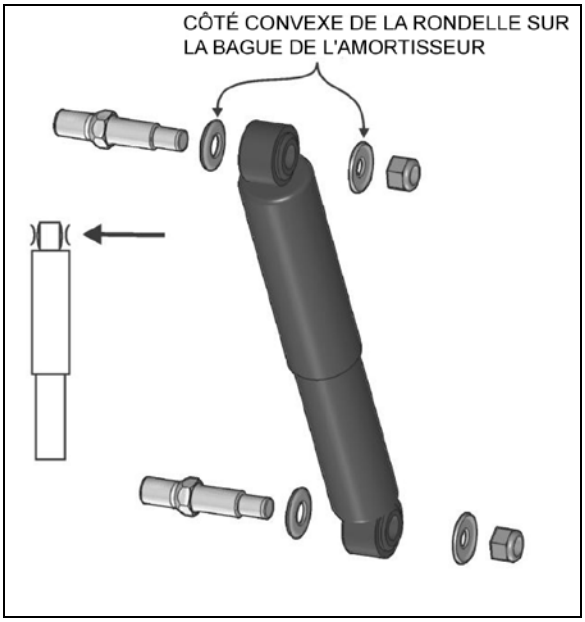

FIGURE 4: AMORTISSEUR 16008
1. Enlever les écrous et rondelles des amortisseurs sur les goupilles de montage supérieure et inférieure. Veillez à identifier les rondelles intérieure et extérieure en vue de la repose. Se reporter à Figure 4 pour les détails.